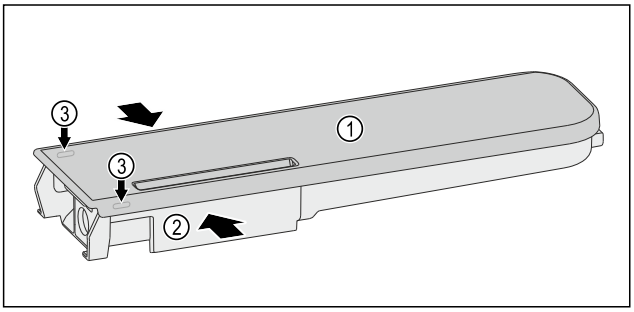

Fig. 195
▶ 挤压水容器 *Fig. 195 (2)*，然后小心地将盖子 *Fig. 195 (1)* 从锁定凸耳 *Fig. 195 (3)* 上撬起并向上拉。
▶ 略微来回移动盖子 *Fig. 195 (1)*，然后将其向上取下。